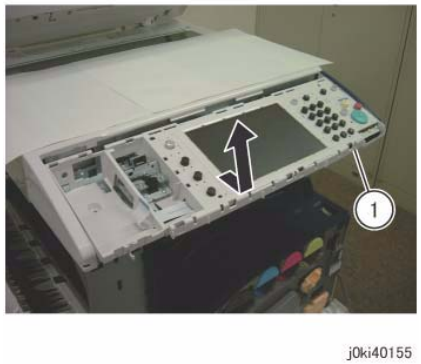

Figure 9 Moving the Console Assembly in the direction of the arrow
13. Move the Console Assembly in the direction of the arrow. (Figure 9)